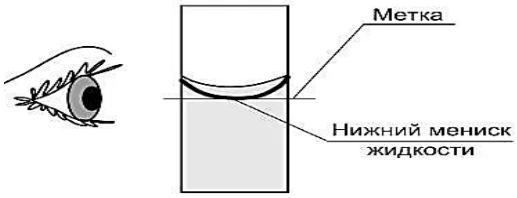

Рис. 4.1. Уровень жидкости прозрачных растворов
4. В колбу добавить воды из промывалки на 1-2 см ниже метки. Затем добавляйте воду по каплям из пипетки до тех пор, пока нижний край мениска не станет на уровне метки. При отмеривании жидкости глаз наблюдателя должен находиться в одной плоскости с уровнем жидкости, а черта деления - напротив нижнего мениска уровня жидкости *(рис. 4.1)*.